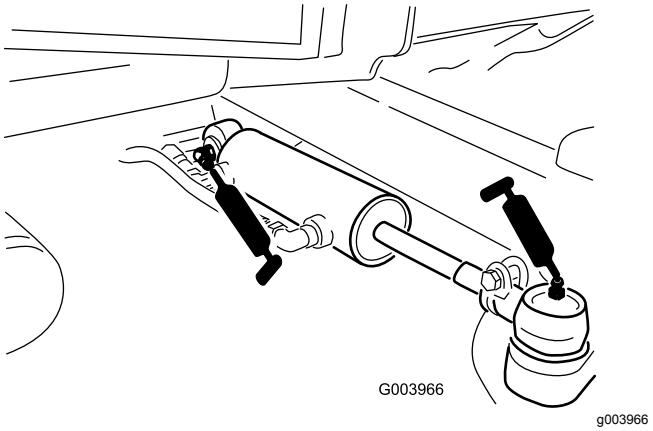

Figur 70
- Styrcylinderns kulleder (2) (Figur 70)